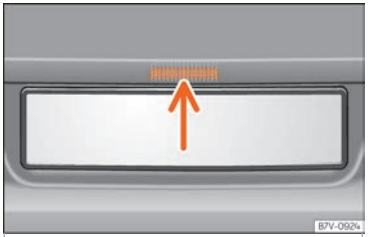

Fig. 9 Opening the boot hatch from the outside
- Raise the rear lid using the button ››› Fig. 9 (arrow).